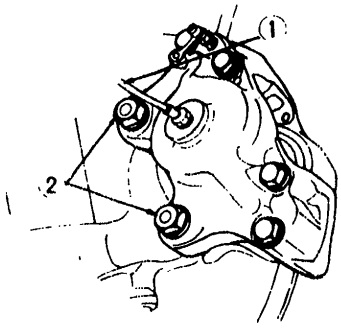

Fig. BR-15 Removing calipers
2. Disconnect the brake line (1) and caliper installation bolt (2), and remove caliper assembly from knuckle spindle. See Figure BR-15.